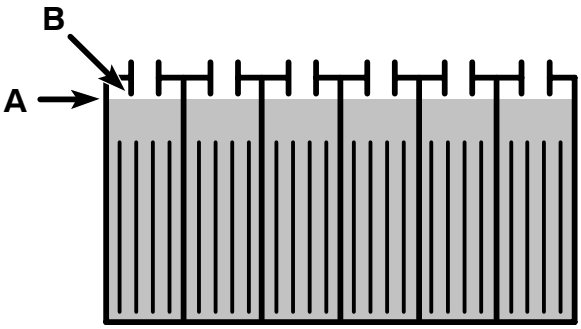

FIG. 43
3. Vérifiez le niveau d'électrolyte (A) dans chaque élément de batterie **après la mise en charge des batteries**. Le niveau doit se trouver environ à 1 cm du bord inférieur de l'orifice de remplissage (B). Ajoutez de l'eau distillée si nécessaire (Figure 43). NE REMPLISSEZ PAS TROP.